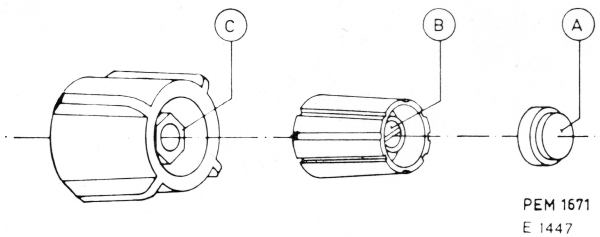

Fig. 6. Removing the knobs
B. REMOVING THE KNOBS (Fig. 6)